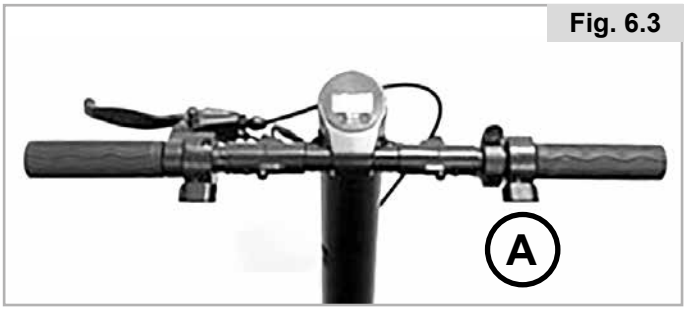

Fig. 6.3
- La levetta dell'acceleratore (Fig. 6.3 - A) consente di controllare la velocità con il pollice della mano destra.